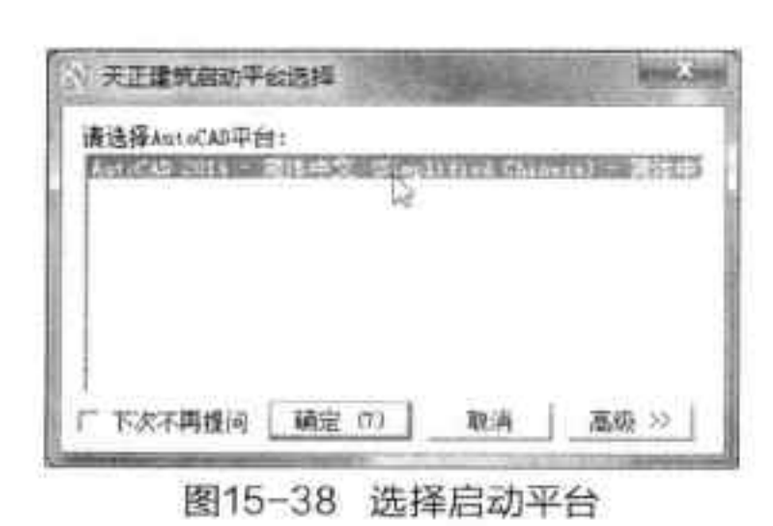

图15-38 选择启动平台
Step09 安装完成后，双击“天正建筑 2013”软件图标，在“天正建筑启动平台选择”界面中，选择“AutoCAD 2014”软件平台选项，如图 15-38 所示。